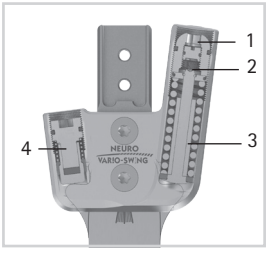

Fig. 18
Ortosens struktur kan tilpasses med strukturstillskruen (1). Bevegelsesbegrensningsskruen (2) muliggjør trinnløs endring av bevegelsesfriheten i plantarfleksjon eller dorsalekstensjon. Fjærkraften kan endres til forskjellige styrkegrader ved hjelp av fjærenheten (3) (fig. 18).
Med justeringsskrueenheten (4, fig. 18) i systemleddet kan bevegelsesfriheten finjusteres med opptil 10°. Skru justeringsskrueenheten lenger inn i eller ut av systemleddet for å gjøre dette. Ta hensyn til at det maks. er tillatt med finjusteringer på 10°. Stempelet til justeringsskrueenheten må ikke miste kontakten med systemfotbøylen under hele bevegelsesforløpet (maks. 15° i plantarfleksjon), ettersom det ellers vil oppstå lyder.